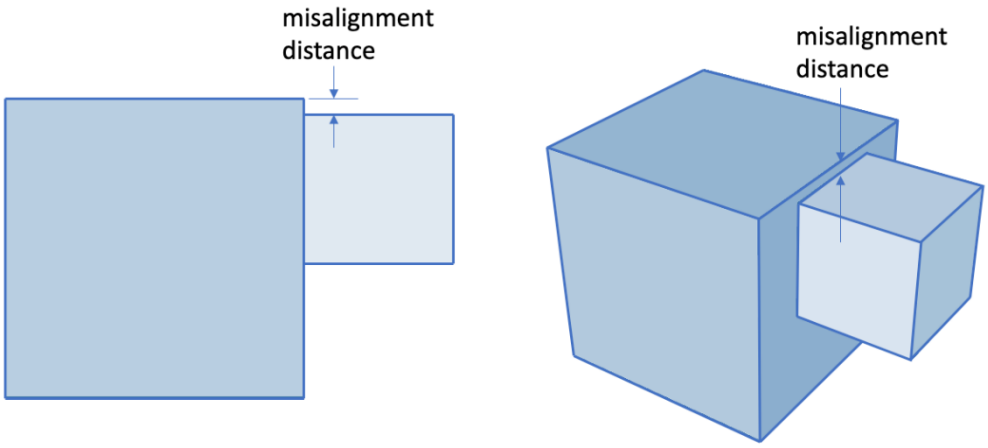

**Figure 15. Volume Misalignment Example**
- **Volume Misalignments** - Misalignments are caused when neighboring volumes touch without overlap, but a small distance between neighboring vertices, curves or surfaces is identified. Figure 15 shows an example of a misalignment. Misalignments can result in sliver surfaces and bad element quality if not resolved prior to imprinting and merging. The **Volume Misalignments** diagnostic test will list pairs of volumes that are misaligned. Expanding a volume pair will reveal entity to entity misalignments that were detected between the pair. Three categories of misalignments will be displayed, namely: vertex-vertex, vertex-curve and vertex-surface ordered by their misalignment distance. These indicate